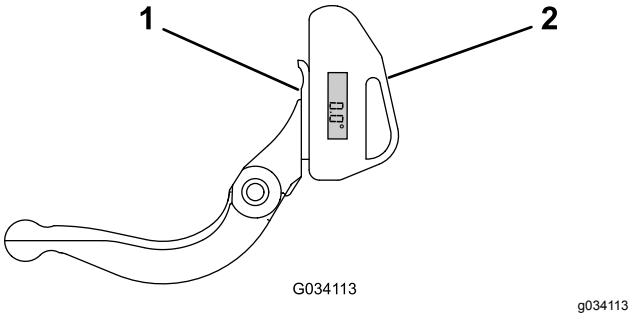

Figur 66
1. Placer vinkelindikatoren på undersiden af bundkniven som vist i Figur 66.